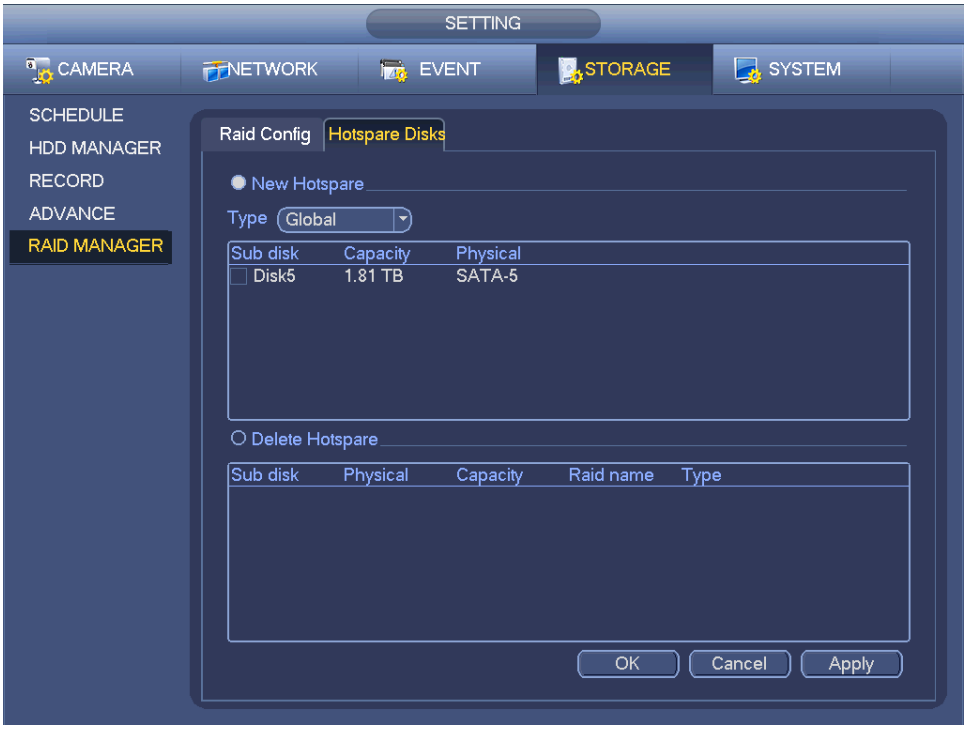

Figure 4-196
Step 5 Click Set button, you can set six periods in one day. See Figure 4-196.